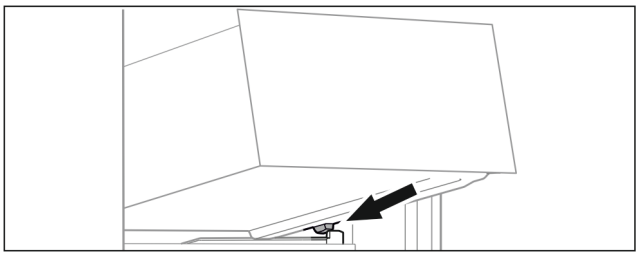

Fig. 64
▶ Așezați sertarul oblic în spatele opritoarelor pe nervura recipientului. (vezi Fig. 64)